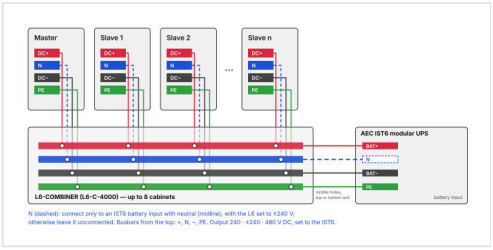

FIGURA 5-6 Più armadi L6 collegati all'AEC IST6 tramite l'L6-COMBINER
3. Collegate il combiner ai morsetti batteria dell'IST6 dai **2 fori centrali**, dall'alto o dal basso del combiner (Figura 5-6). Ogni barra accetta al massimo 4 cavi da 240 mm².